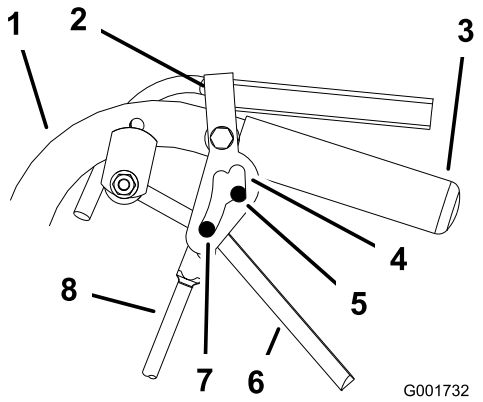

Figura 37
5. Solte e engate o bloqueio neutro, verificando se o pneu não roda (Figura 37). Continue este processo até o pneu não rodar.